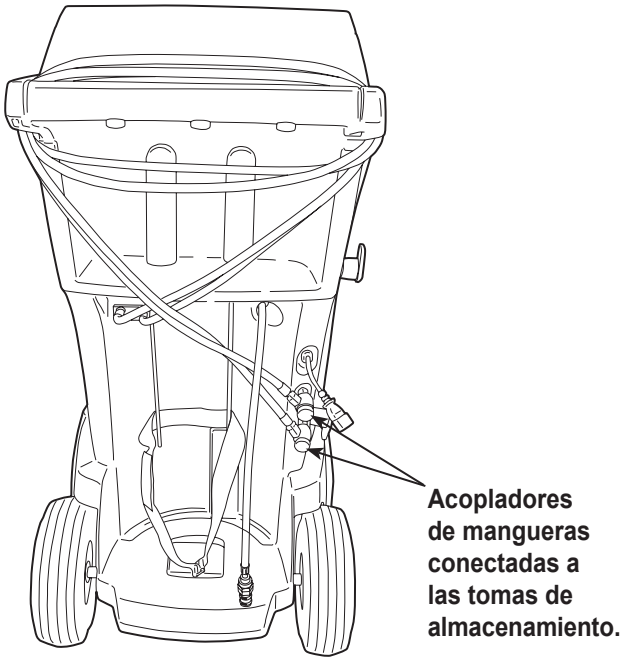

Figura 12
2. Enrolle los manguitos de servicio alrededor del asa dos veces y conéctelos a las tomas de almacenamiento. Consulte la Figura 12.